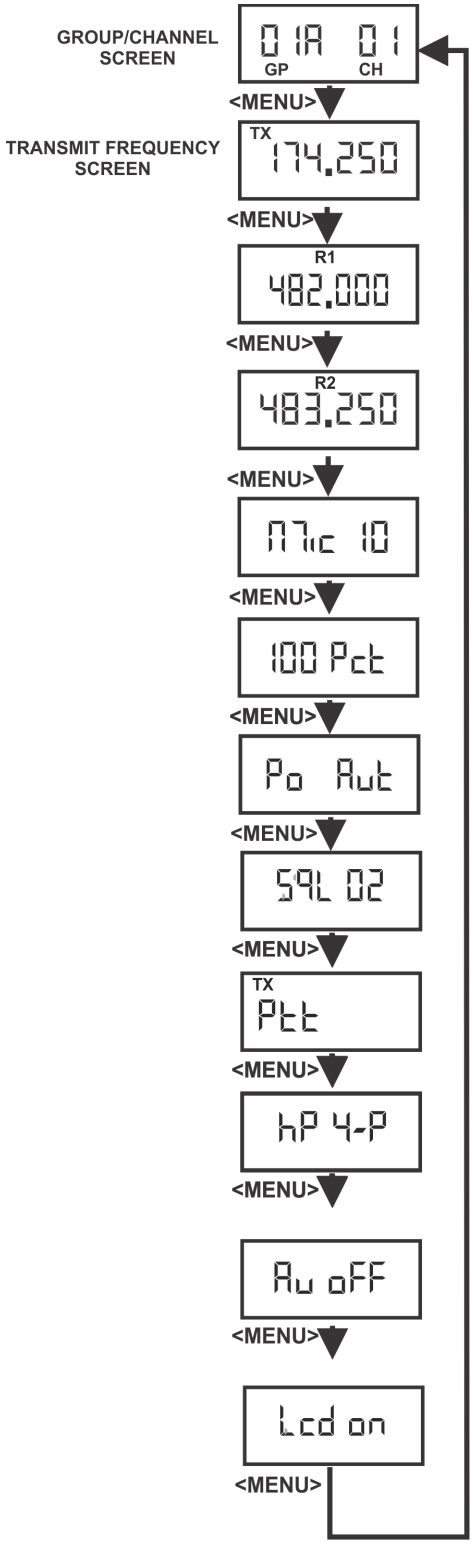

**FIGURE 77.** Group/Channel and Transmit Screen
*See Groups and Channels Instructions. The menu structure in Figure 77 indicates how to get to the transmit frequency screen.*